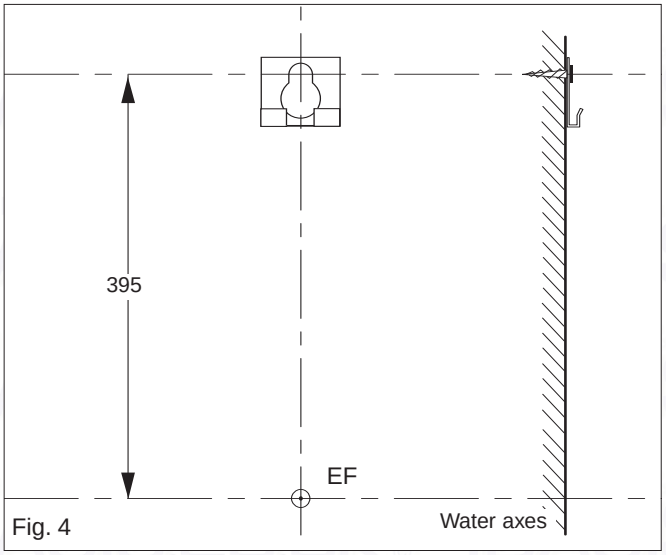

Fig. 4
- position the appliance, engaging the slot cut in the chassis on the support bracket (fig. 4).